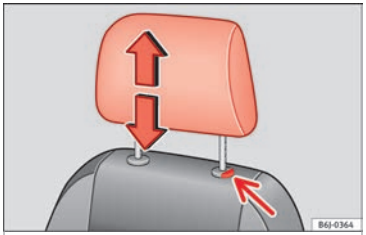

Fig. 99 Adjusting and removing the head restraints.
– Press the button ››› **Fig. 99** (arrow).